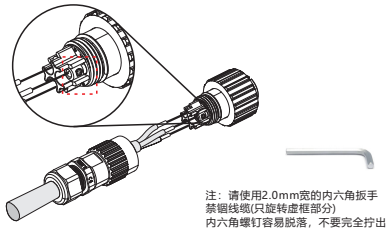

图 4.18 连接电缆线
b) 将黄绿线固定到接地端，将红线（或褐色线）固定到火线端，将蓝线（或黑线）固定到零线端，紧固连接器上的螺丝（如图4.18）。请轻拽线缆以确保连接稳固。